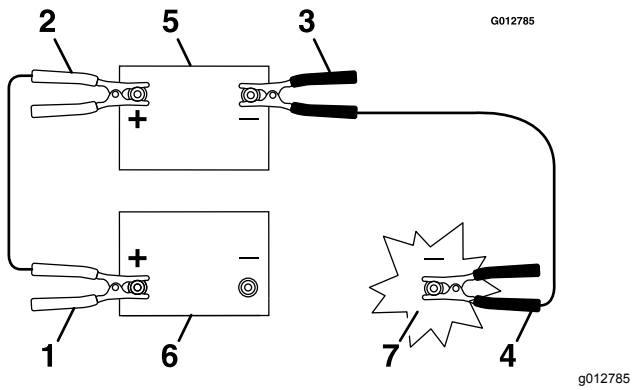

Рисунок 49
3. Подсоедините положительный (+) кабель к положительной (+) клемме разряженной аккумуляторной батарее, которая соединена со стартером или электромагнитом, как показано на Рисунок 49.